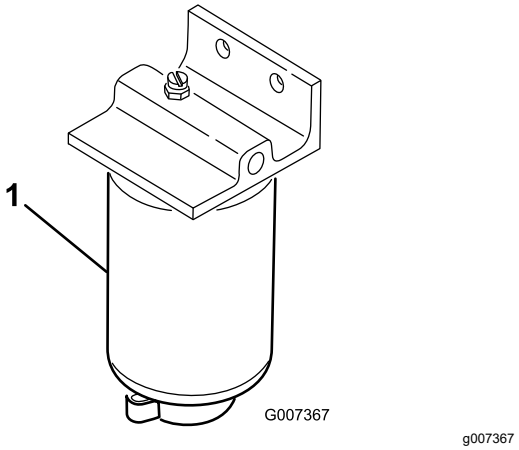

Figura 38
1. Coloque um recipiente limpo debaixo do filtro de combustível (Figura 38).
2. Limpe a zona de montagem do filtro (Figura 38).